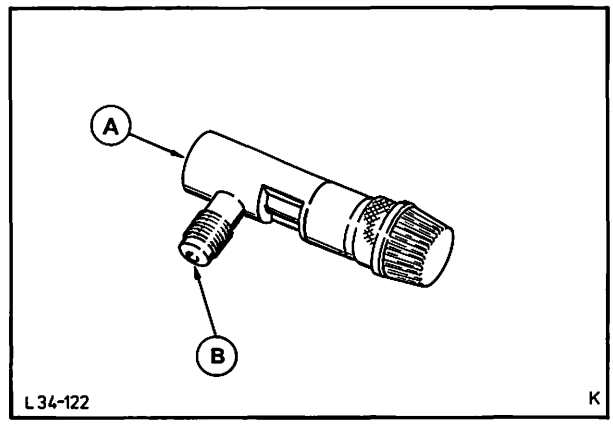

Abb. 40 A = Kompressoranschluß
24. Ventilkernentferner 403014, Abb. 40.